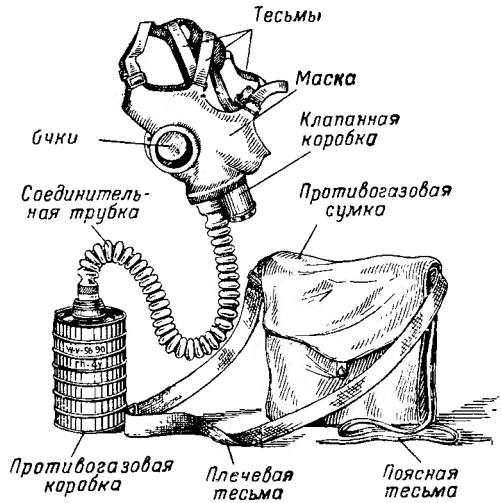

Рис. 1. Противогаз ГП-4у
1. Гражданский противогаз ГП-4у предназначен для защиты органов дыхания, лица и глаз от воздействия отравляющих и радиоактивных веществ, а также болезнетворных микробов и токсинов. Он состоит из противогазовой коробки и лицевой части (рис. 1).